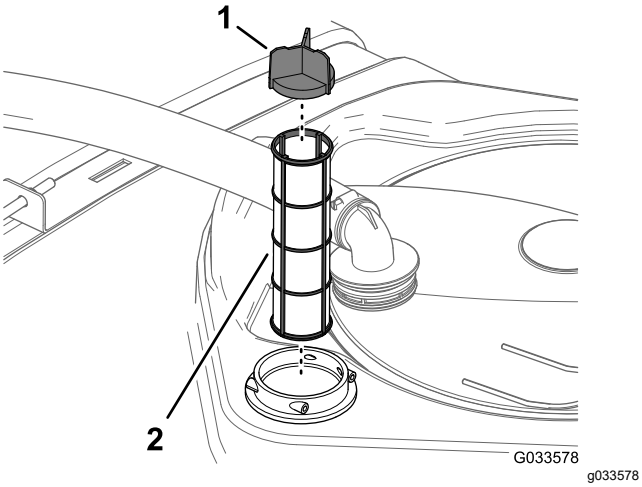

Figur 60
4. Fjern det gamle sugefilter fra filterhuset i tanken (Figur 60).